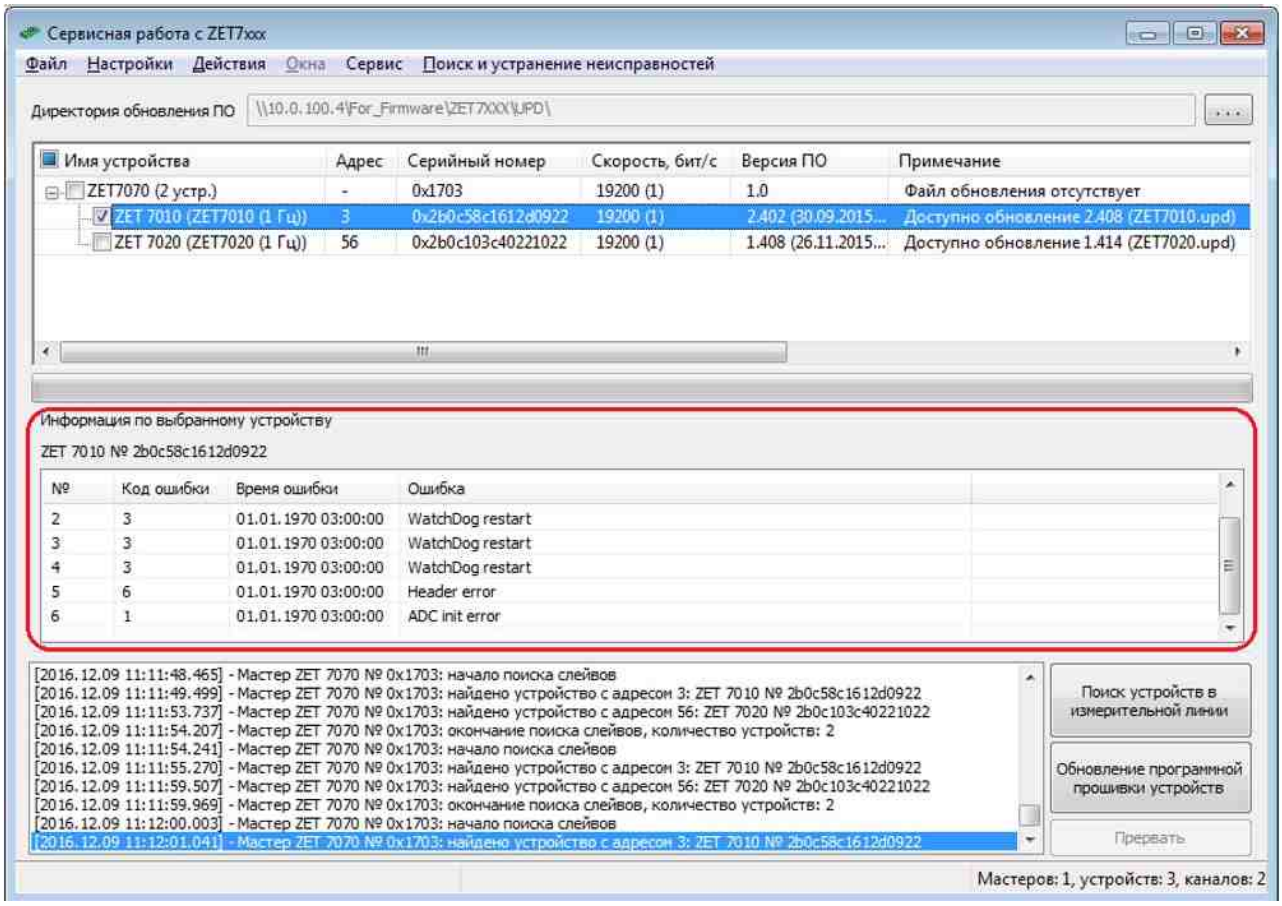

Рис.4.8 Таблица «Информация по выбранному устройству»
3. При нажатии по имени цифрового датчика в таблице «Информация по выбранному устройству» отобразится информация об ошибках данного цифрового датчика (*Рис.4.8*).